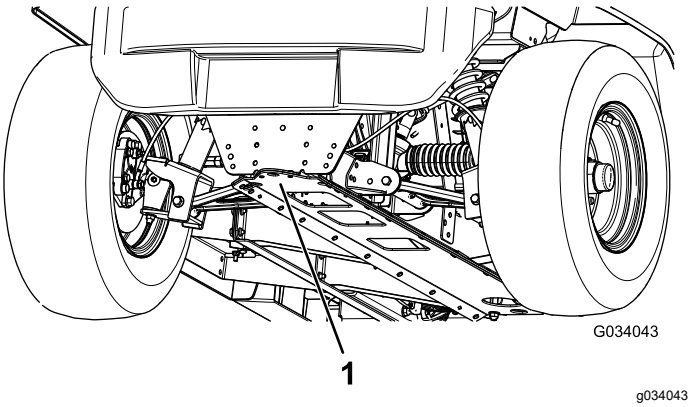

Rysunek 23
- Punkt podnoszenia z przodu maszyny znajduje się z przodu ramy za hakiem holowniczym (Rysunek 23).